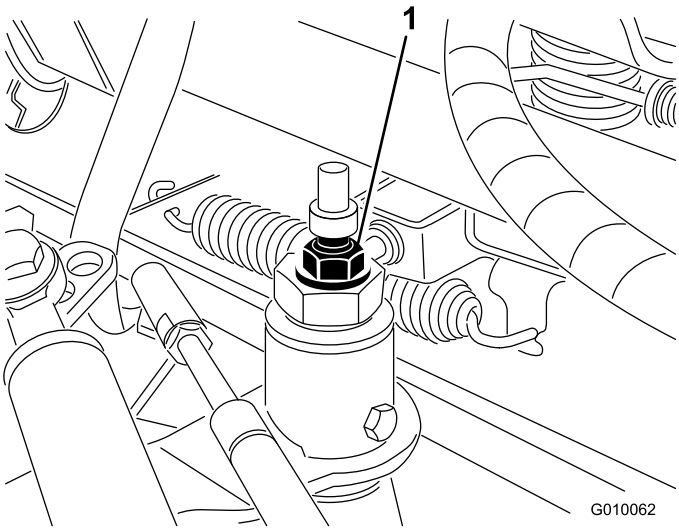

Figur 55
3. Løsne låsemutteren på trekkjusteringskammen (Figur 55).